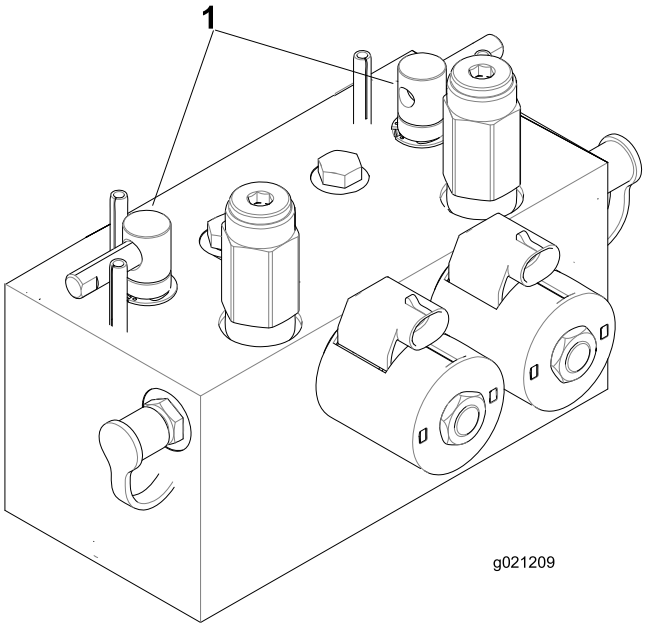

Figur 74
2. Lås sædet op, og løft det, så baglapningshåndtagene bliver tilgængelige (Figur 74).
5. Brug enten forreste, bageste eller begge baglapningshåndtag for at vælge de enheder, som skal baglappes (Figur 74).